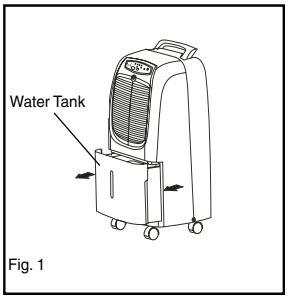

Fig. 1
1. Grasp both sides of the bucket, and pull the bucket outward. See Fig. 1